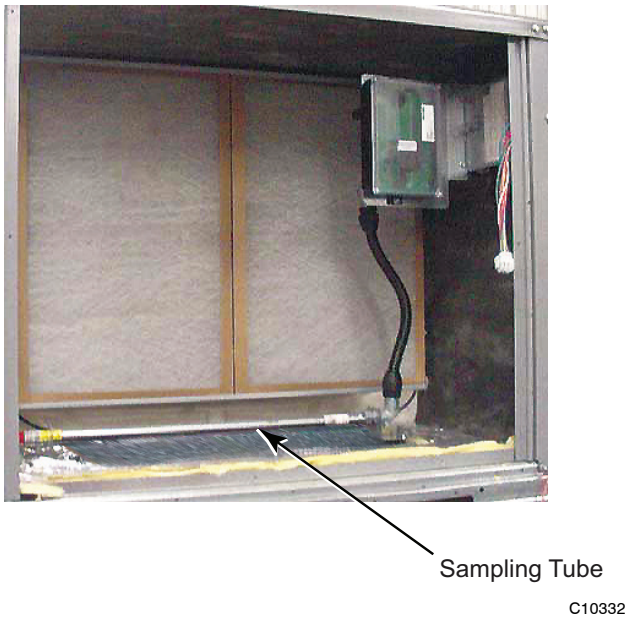

Fig. 66 - Return Air Sensor Operating Position
The sampling tube is located across the return air opening on the unit basepan. See Fig. 66. The holes in the sampling tube face downward, into the return air stream. The sampling tube is connected via tubing to the return air sensor that is mounted on a bracket high on the partition between return filter and controller location. (This sensor is shipped in a flat-mounting location. Installation requires that this sensor be relocated to its operating location and the tubing to the sampling tube be connected. See "**Completing Installation of Return Air Smoke Sensor**:" for details.)
3. Rotate the detector plate so the sensor is facing outwards and the sampling tube connection is on the bottom. See Fig. 66.
4. Screw the sensor and detector plate into its operating position using screws from Step 1. Make sure the sampling tube connection is on the bottom and the exhaust tube is on the top. See Fig. 66.